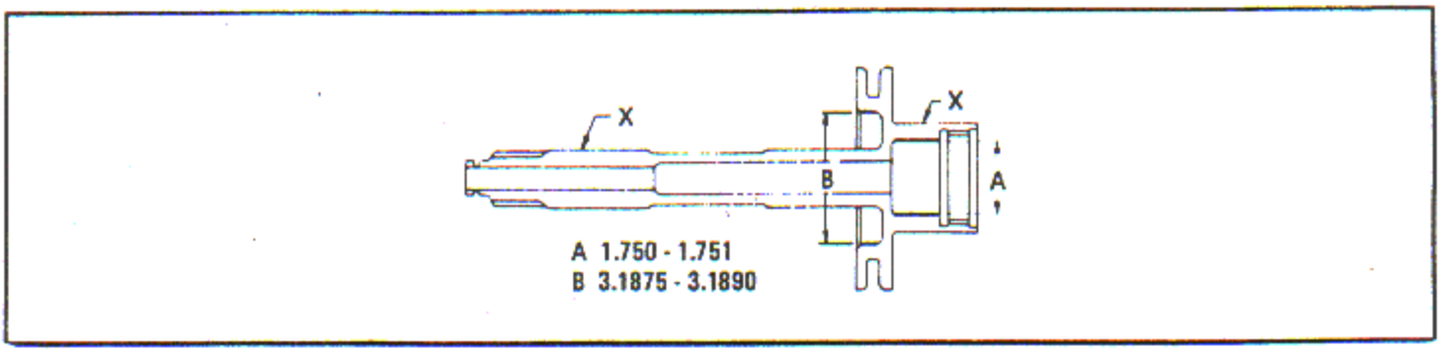
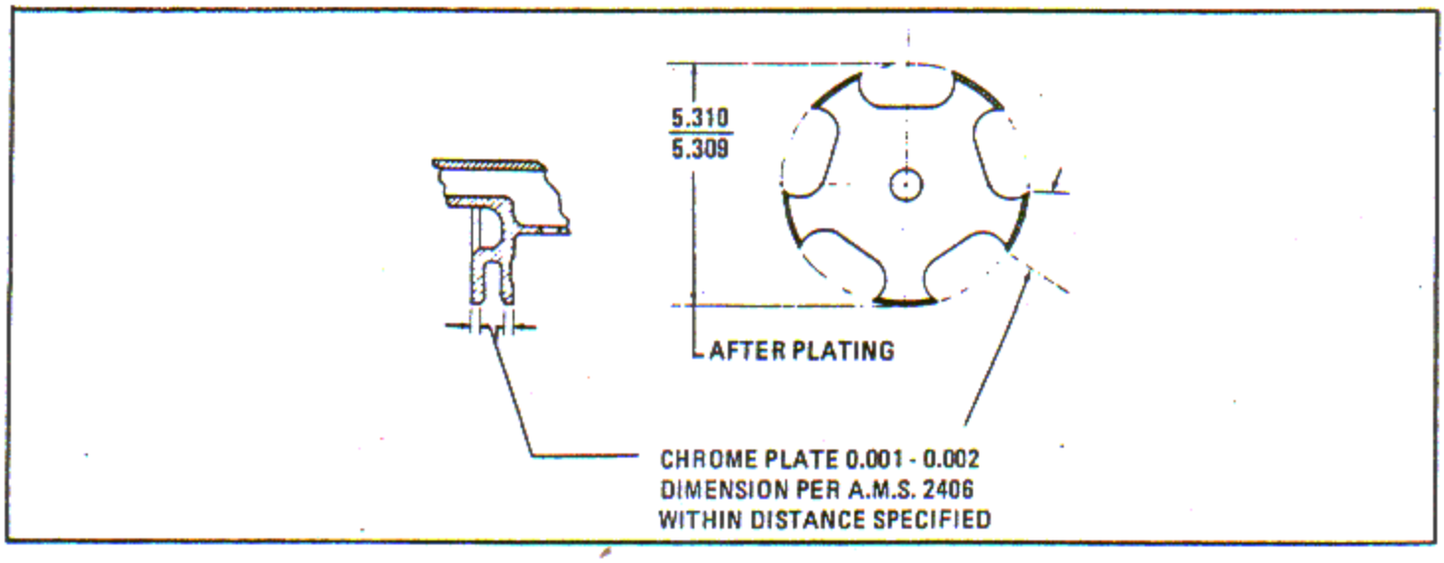

Figure 6-260. Accessory Drive and Starter Shaft Reconditioning Limits
Figure 6-262. Accessory Drive and Starter Shaft Pilot
6-795. ACCESSORY DRIVE AND STARTER SHAFT. Accessory drive and starter shafts wear at oil sealing surfaces A and B, figure 6-260, and on the OD of the flange lugs, figure 6-262.
a. When a shaft is worn at location B, figure 6-260, beyond the range of ring oversizes, it is permissible to grind the shaft to clean up and then chrome plate. When a shaft is worn to the extent that a satisfactory fit cannot be obtained with the accessory drive and starter shaft oil retaining plug, it is permissible to recondition the worn surface in accordance with paragraph 6-796.
c. Surface A, figure 6-260, can be ground, plated and reground to the dimensions shown. The maximum finished plate thickness is 0.005 inch. The required surface finish is 40 microinches rms or better. Break sharp edges 0.01 - 0.03 inch approximate radius. The A surface must be true within 0.002 inch full indicator reading when the shaft is mounted on the X surfaces.
d. Grind the OD of the flange lugs to clean up. Chrome plate and grind to dimension shown in figure 6-262. The OD of the lugs must run true within 0.002 inch full indicator reading when the shaft is mounted on the X surfaces. Refer to figure 6-260. The required surface finish is 16 microinches rms or better. Break sharp edges 0.01 0.03 inch approximate radius.